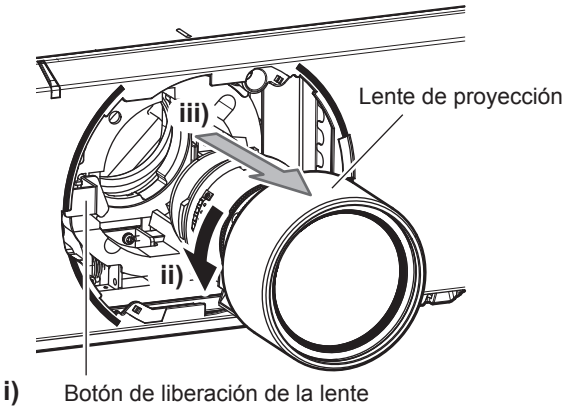

Figura 2
2) Presionando el botón de liberación de la lente, gire la lente de proyección en sentido contrario al de las agujas del reloj y retírela. (Figura 2)